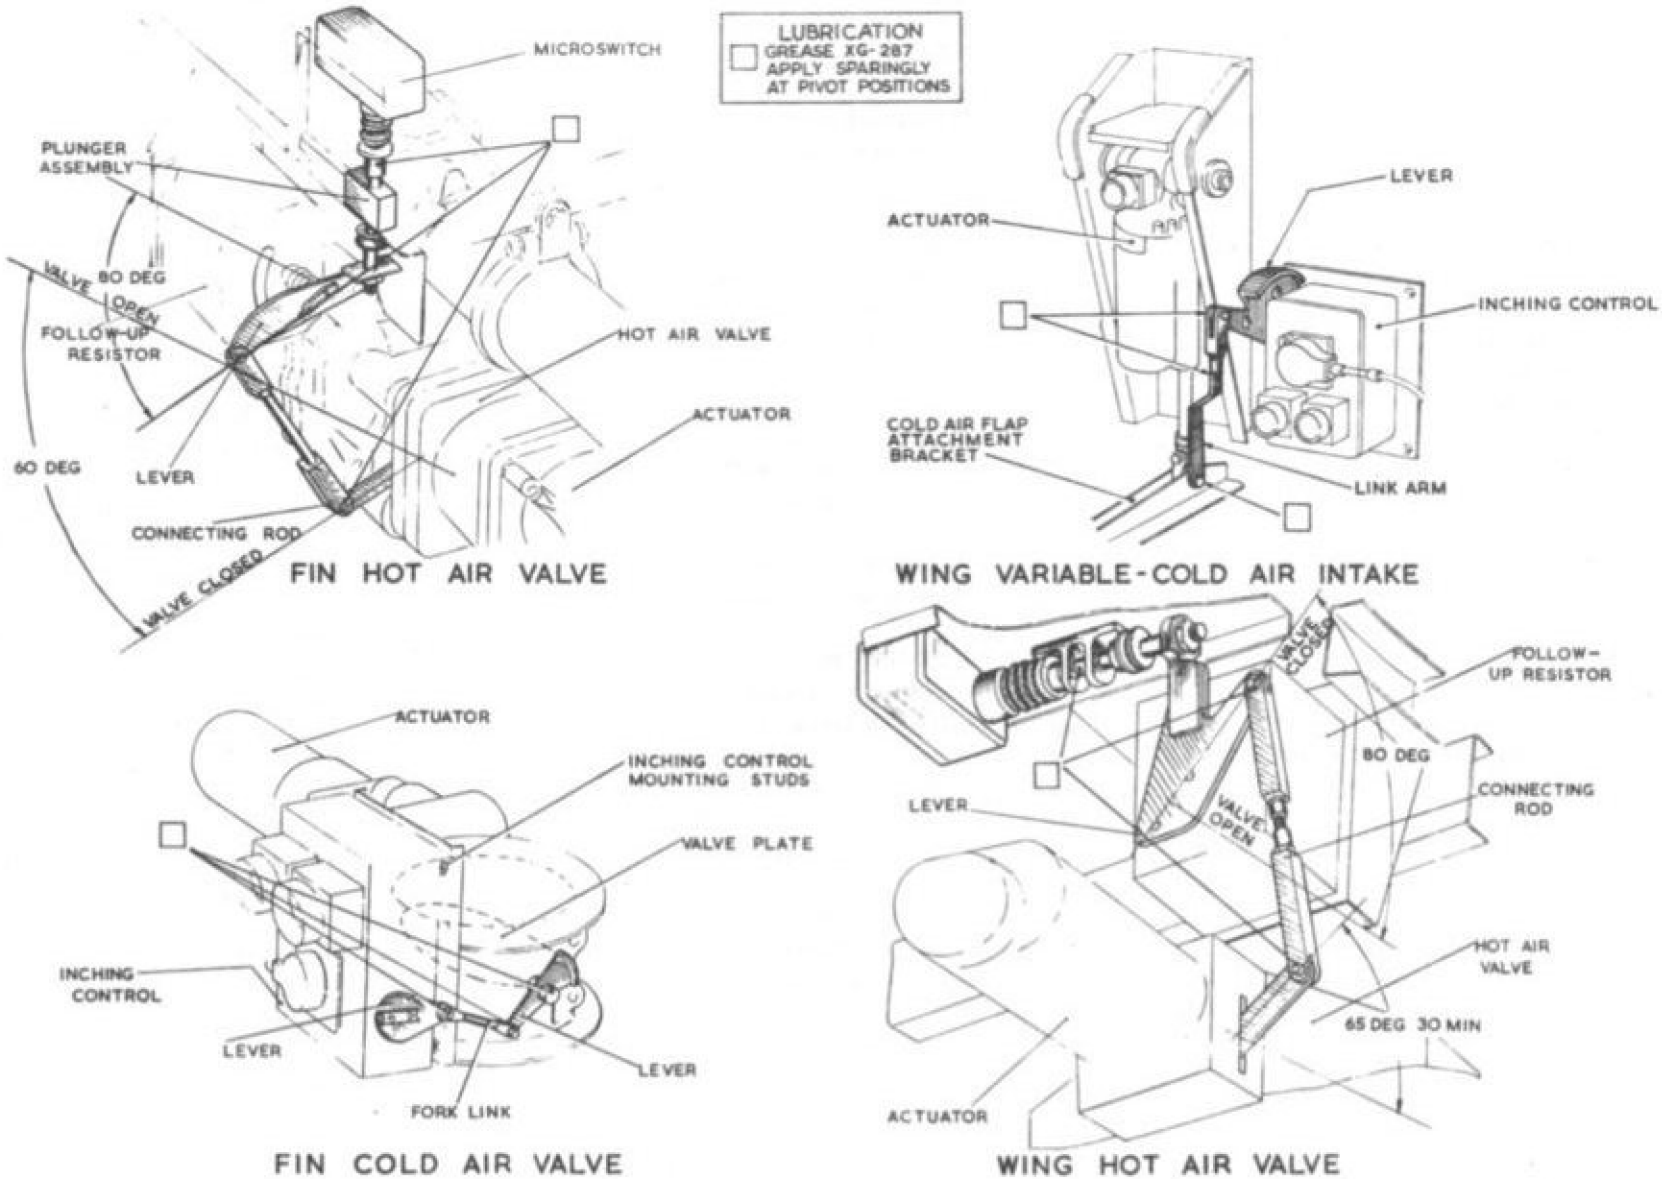

Fig. 4 De-icing system – microswitches and operating levers
23. The following paragraphs give instructions for the setting of the hot and cold air valve assemblies, when they are re-installed after removal. This work should be done in conjunction with an electrical tradesman. Reference should be made to fig.4 when reading these instructions.